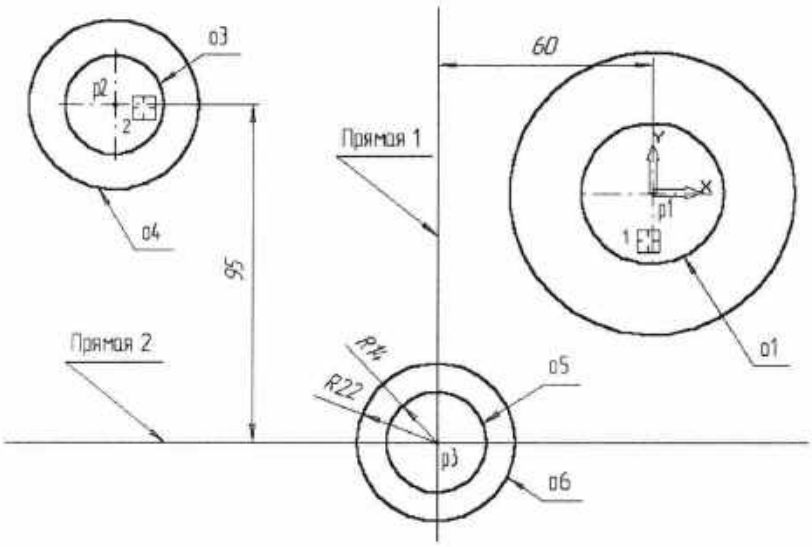

Рис. 119
6. С помощью команды ***Параллельная прямая*** постройте вспомогательную прямую 1, параллельную вертикальной оси симметрии окружности о1 (мишень 1) на расстоянии 60 мм слева от нее, рис. 119.
7. Затем постройте прямую 2, параллельную горизонтальной оси симметрии окружности о3 (мишень 2) на расстоянии 95 мм вниз, рис. 119.
8. Постройте окружность o5 с осевыми линиями и радиусом 14 мм. Положение центральной точки укажите в точке p3 пересечения построенных вспомогательных прямых с помощью привязки ***Пересечение***, рис. 119.